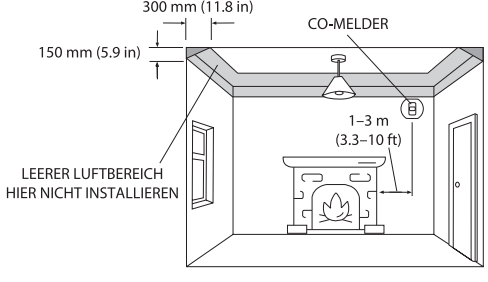

Abbildung 1: Installation in einem Raum mit einer brennstoffbetriebenen Feuerstätte
1. Installation eines CO-Melders in einem Raum mit einem Brennstoffgerät (siehe Abbildung 1):